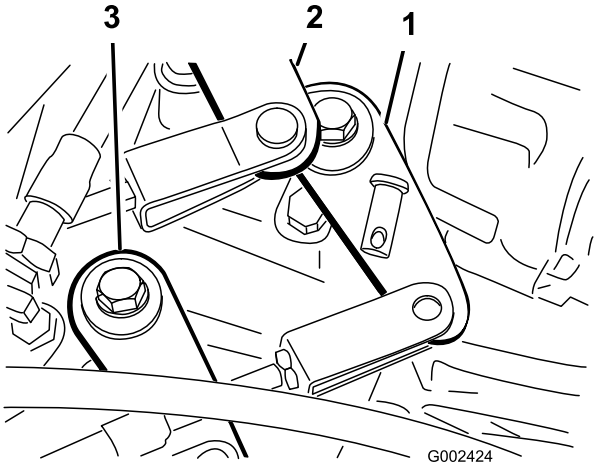

**Figur 51**
2. Fjern gaffelboltene, der fastgør gearkablerne til gearkassens geararme (Figur 51).
1. Fjern gaffelboltene, der fastgør kablet til højt/lavt hastighedsområde til gearkassen (Figur 51).